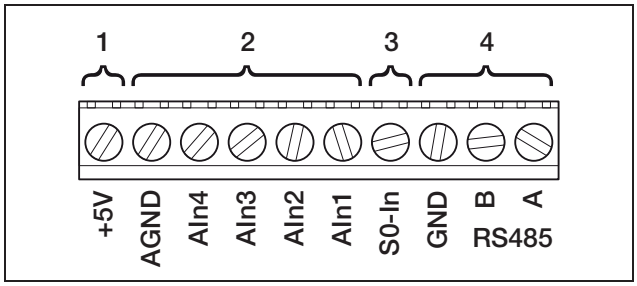

Abbildung 57: *Kabelklemme*
- Schließen Sie die Leitungen entsprechend der Anschlussbelegung (Abbildung 57 und Tabelle 8) an der Klemme an.
Auf der Klemme für analoge Schnittstellen (Abbildung 57) befinden sich Anschlüsse für die serielle **RS485-Schnittstelle**. Über RS485 können, abhängig von den benutzten Wechselrichtern, bis zu 200 Wechselrichter vernetzt werden, siehe Tabelle 9.
- Schließen Sie die Leitungen entsprechend der Anschlussbelegung (Tabelle 8) an der Klemme (*4* in Abbildung 57) an.